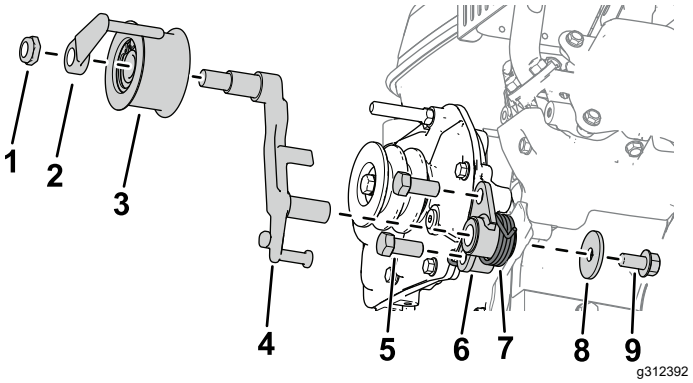

Figur 3
5. Monter clutchbraketten til girkassen med to bolter (7/16 x 1 tomme), som vist i Figur 3.
6. Monter clutchspaken til clutchbraketten (Figur 3).
7. Monter dreiemomentfjæren til clutchbraketten med en skive (⅜ x 1⅜ tomme) og en bolt (⅜ x ¾ tomme) som vist i Figur 3.
8. Monter lederullenheten til clutchspaken med en remfører og en sekskantmutter (Figur 3).